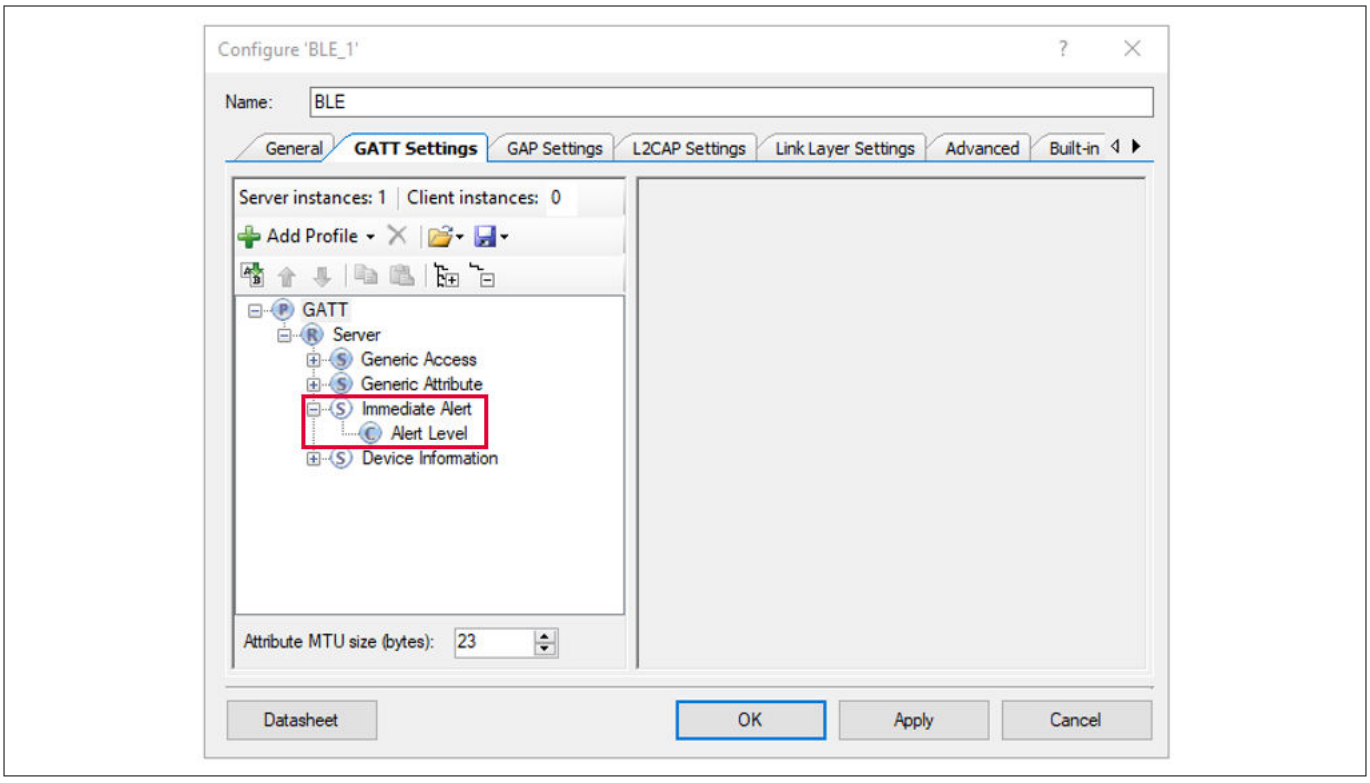

図 28　　Bluetooth® LE コンポーネントの即時アラート サービスを追加
- **Find Me** > **Find Me Target (GATT Server)** オプションを選択します。このように、GAP ペリフェラル ロール プロファイルをセットします。メニューが閉じると、図 28 に示すように「**Immediate Alert**」という新しいサービスが現れることにご注意ください。